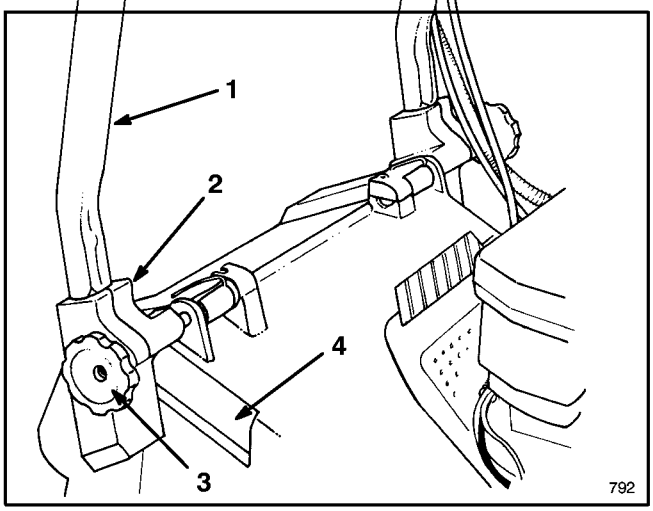
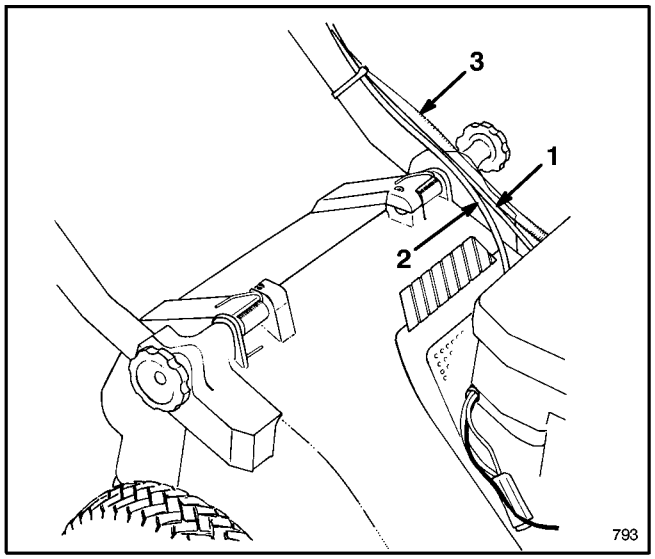

Abbildung 1
Abbildung 2
1. MONTAGE—Drehknöpfe auf der Gestängehalterung lockern (Abb. 1).
3. Die Enden der Griffstange in die Löcher der Gestängehalterung schieben, bis sie sicher gehalten werden (Abb. 1). Sicherstellen, daß Gaszug, Elektrostartkabel (E-Start-Modell) und Antriebskabel an der Gestängehalterung links oben sind (Abb. 2).
4. Den Griff und die Gestängehalterungen nach hinten schwenken, bis die Rastklinken sicher in den Gehäuserasten gehalten werden (Abb. 2).